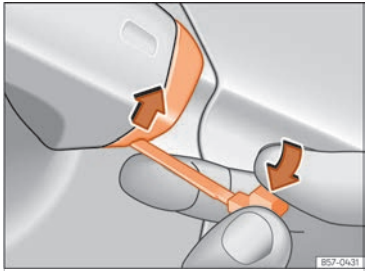

Fig. 53 Driver's door handle: pry the cover open.
- Insert the emergency key into the lower opening in the cover on the driver's door handle then lift the bottom cover upwards ››› Fig. 53.